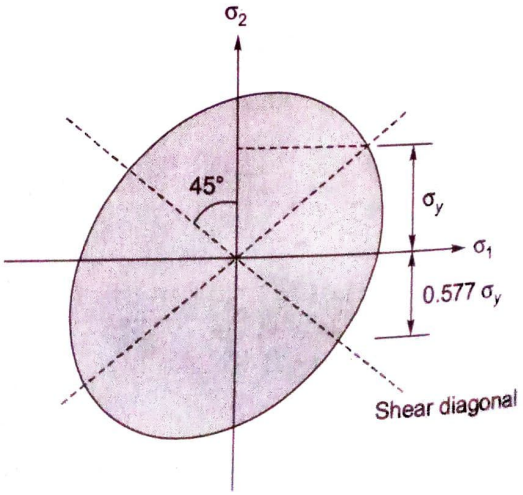

Fig. 7.34
- This theory can be graphically represented as Figure 7.34